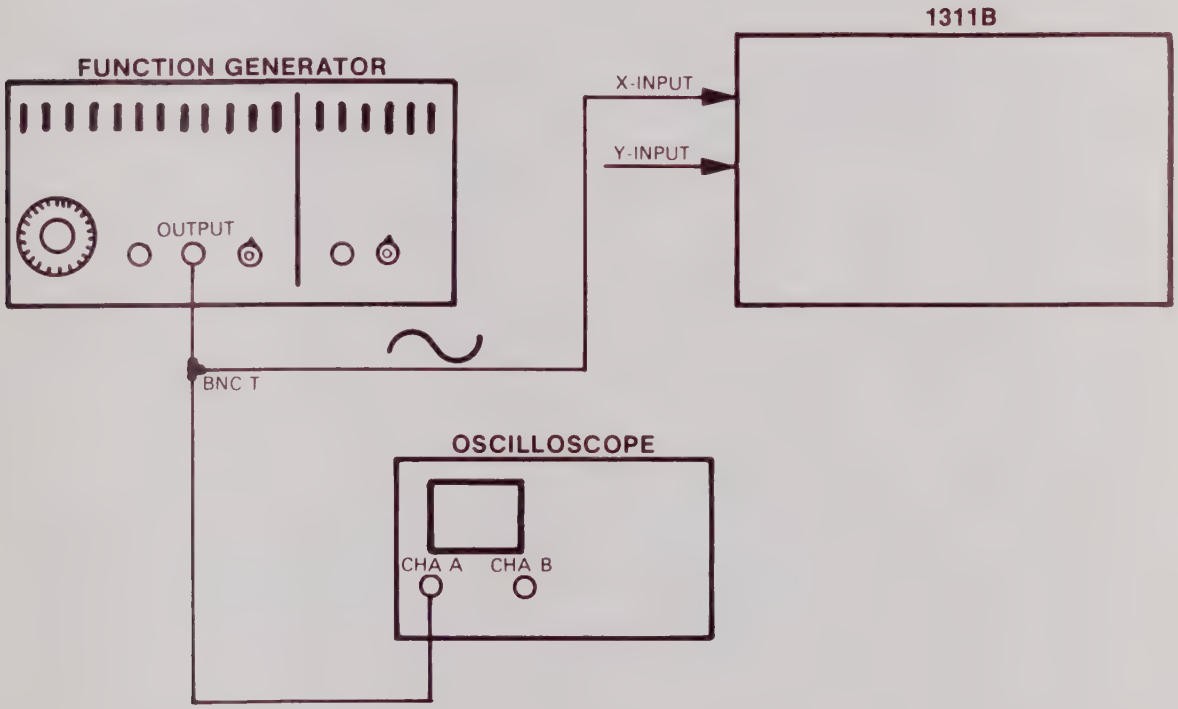

Figure 4-2. X-deflection Factor Test Setup
a. Connect equipment as shown in figure 4-2.